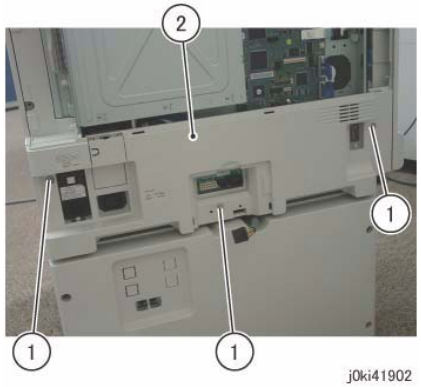

Figure 2 Remove the Rear Lower Cover
5. Remove the Rear Lower Cover. (Figure 2)